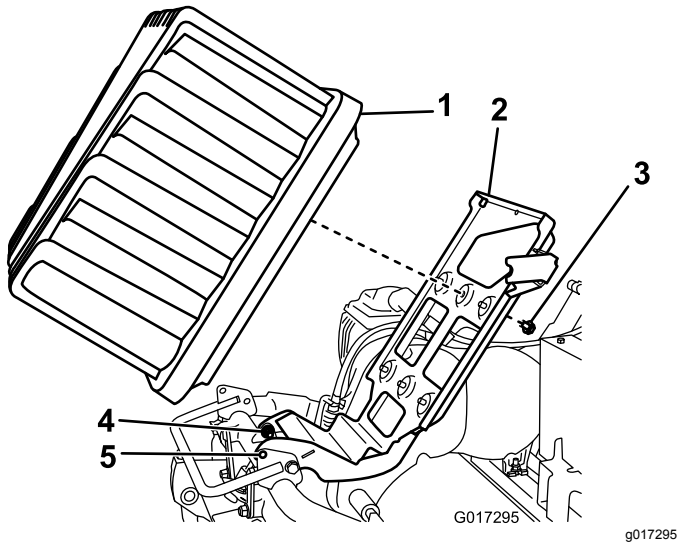

Figuur 12
5. Zet de 2 ankerbouten/moeren een halve draai los (Figuur 12).
6. Breng het accuplatform omhoog tot de borggaten van de basis en het frame overeenkomen (Figuur 12).